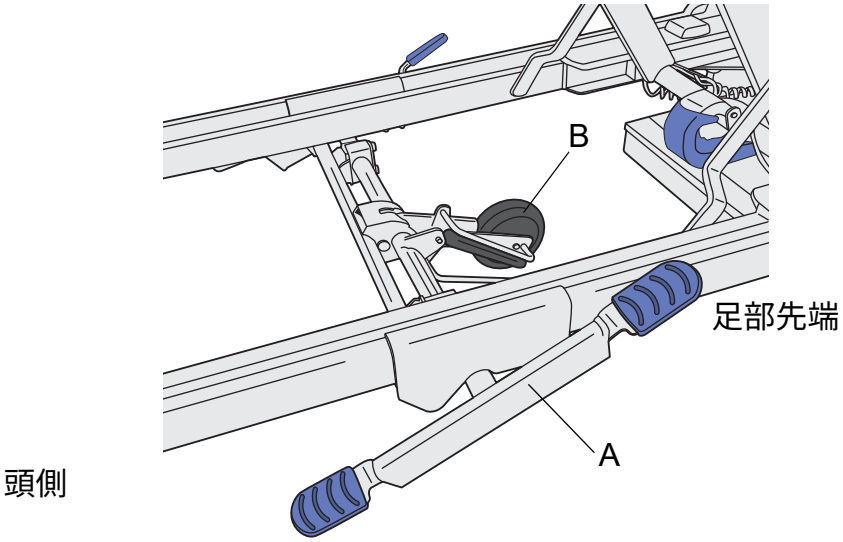

図 5 - 5th ホイール起動ペダル
1. 5th ホイールの起動ペダル (A) の頭部先端を足で踏んで下げます。**（図 5 参照）**
1. 5th ホイールの起動ペダル (A) の脚部先端を足で踏んで下げます。**（図 5 参照）**
2. 5th ホイール (B) が床から上昇していることを確認します。